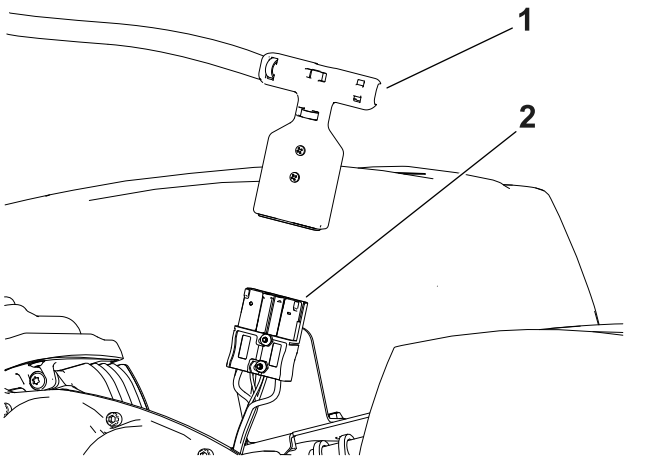

Figur 20
5. Koppla ur batteriet genom att dra bort den T-formade kontakten från huvudströmkontakten (Figur 20).